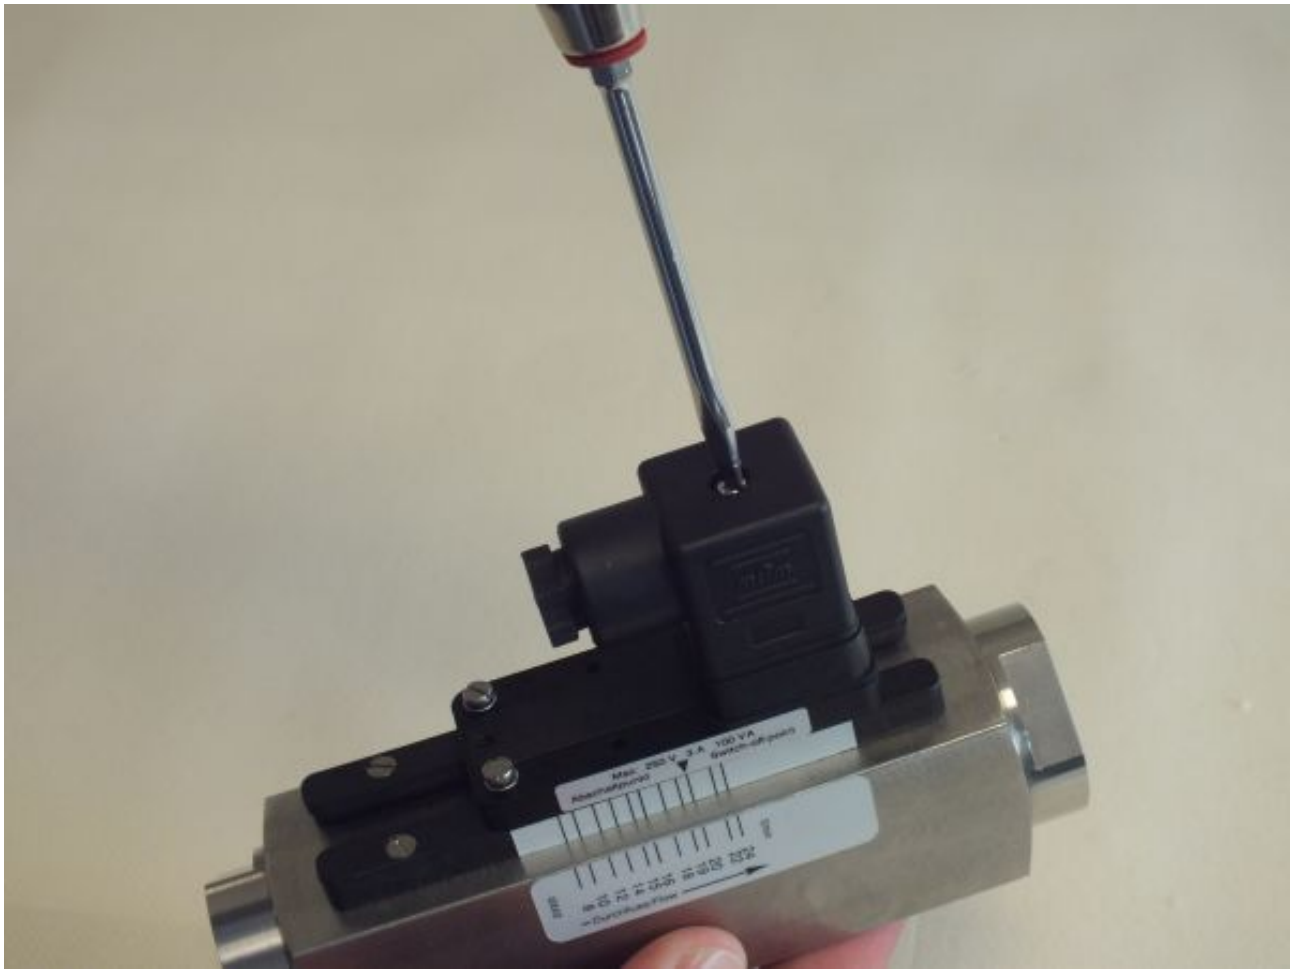

Abb. 26: Steckerdose lösen
1. Lösen Sie die Befestigungsschraube (*Abb. 26*) von der Steckerdose
9. Stecken Sie die Steckerdose auf den Gerätestecker. Ziehen Sie die Befestigungsschraube (*Abb. 26*/1) an